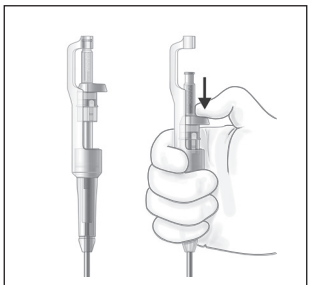

図16
10. バルーンカテーテルが正しい位置に到達し、カチッと音が聞こえるまで遠位側に進めます（図16）。バルーンカテーテルを進めている間は必ずハンドルを固定します。